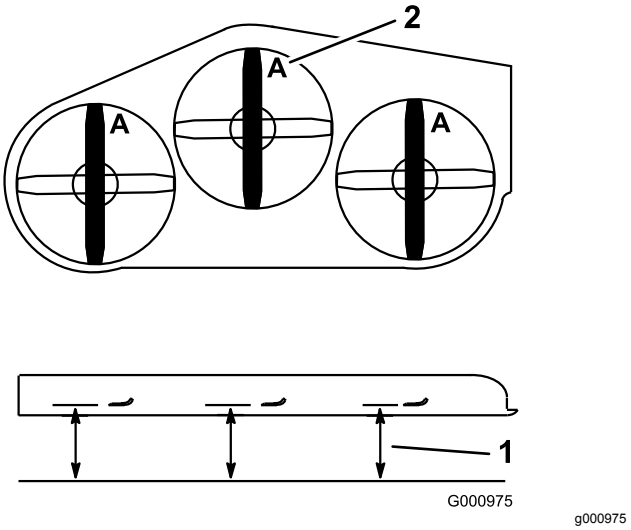

Figur 88
4. Mät från en plan yta till knivens egg vid punkt **A** på knivarna (Figur 88).